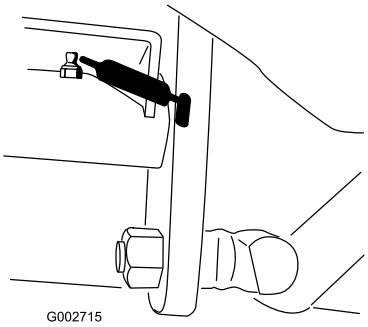

**Figur 22**
- Traktionspedaldrejeled (1) (Figur 22)